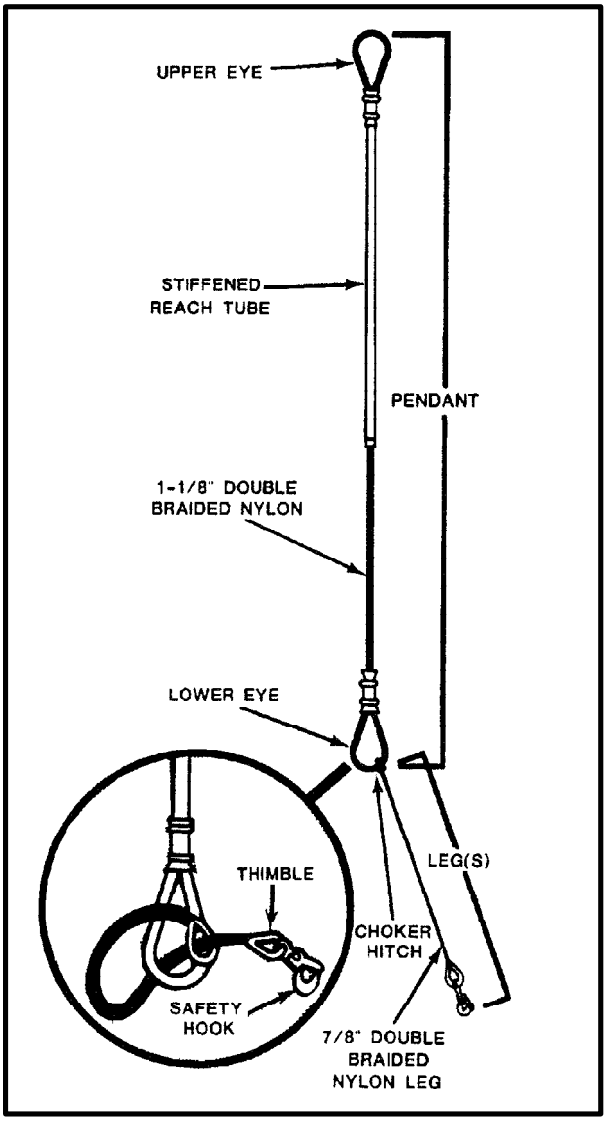

*Figure 9-5. Mk 105 Hoisting Sling (Multi-leg Pole)*
**e. Hoisting Sling Mk105.** This sling, called the multileg-pole pendant or reach pendant, is approved for all types of VERTREP loads up to 6,000 pounds (Figure 9-5). The Mk105 consists of two parts: the pendant section and the leg assemblies.
**(2)** The legs are made of color-coded, 15/16-inch diameter, double-braided nylon rope with an open eye splice at one end and a positive-closing, self-locking cargo hook at the other end. The regular leg (orange) is 85 inches long and the long leg (green) is 116 inches long. As many as six legs may be attached to the pendant's lower eye by means of choker hitches (Figure 9-5 inset). The number of legs used is determined by the number of attachment points on the load. Four regular legs are provided with each pendant at the time of issue. The safe working load for a Mk105 pendant with